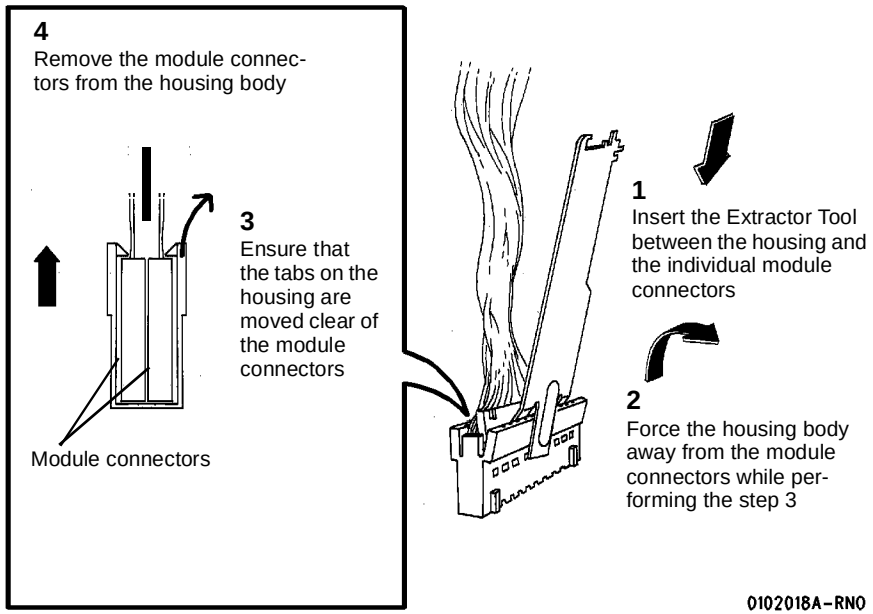

**Figure 2 Removing the Module Connectors**
2. ( Figure 2): Remove the individual module connectors from the housing.